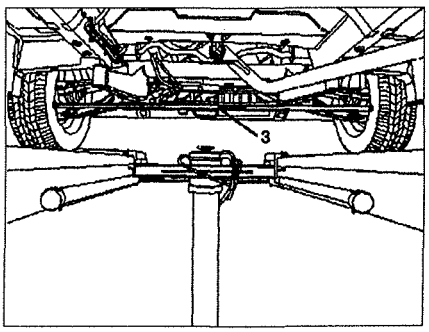

Рис. 7.24. Установите натяжное устройство 3 между внутренними кромками дисков колес.
3. Установите натяжное устройство **3** между внутренними кромками дисков колес (см.рис.7.24).